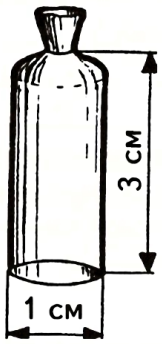

Рис. 1
1. Из металлической фольги, используемой для обертки шоколадных конфет, намотав на конец ручки, карандаша или фломастера и скрутив один конец, изготовьте цилиндрическую гильзу (рис. 1). Размеры примерные.